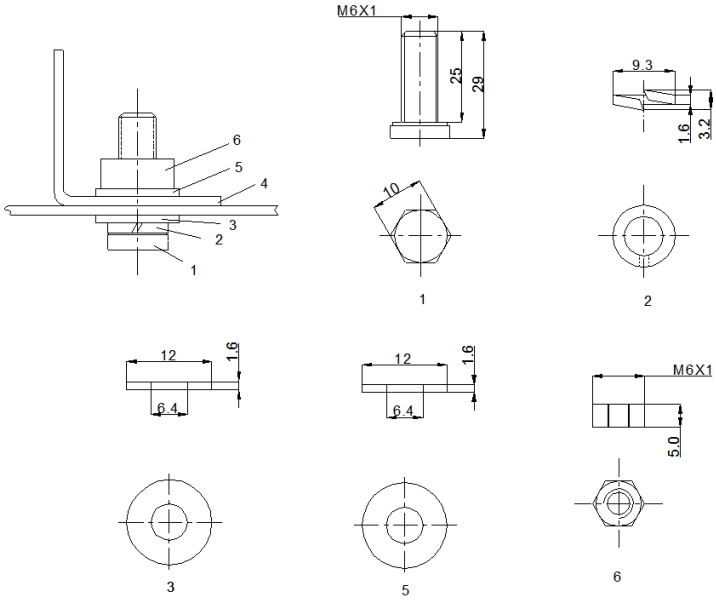

Figures 2
The modules may be fastened to a support using the bolt holes in the bottom of the frame at location “C”, as shown in Figure 1 (back view of the module) 、Figure 2 (mounting detail) and Figure 3 (parts detail). Themodules have 4 mounting holes to be installed with four (4) M6bolts.
组件可以通过边框C面预留的安装孔固定在支架上，如图1（组件背面视图）、图2（安装细节）、图3（配件细节）。组件有四个安装孔，用4个M6螺栓安装。